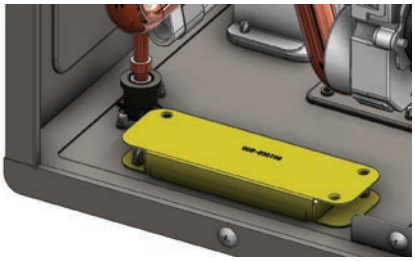

Figure 35 - Air Inlet Plate Orientation
5. Locate the air inlet plate as shown in Figure 35. Remove and keep the 3 screws securing it to the base of the water heater. The plate is color coded, and it should be rotated so that the yellow side of the plate is rotated upward. Secure with the 3 screws removed earlier.